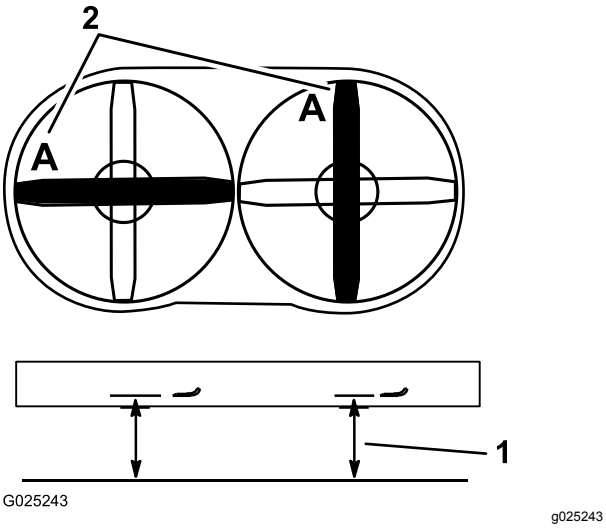

Figuur 73
2. Meet de afstand tussen een horizontaal oppervlak en de snijrand, stand **A**, van de messen (Figuur 73).